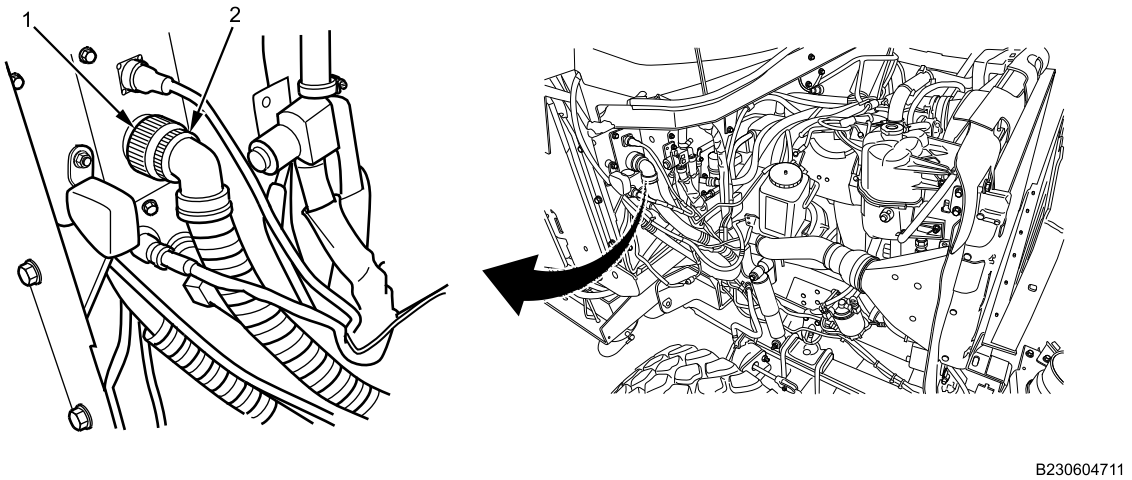

Figure 1. Exterior Side of Pass-Through Plate.
1. Disconnect exterior wiring harness connector (Figure 1, Item 2) from 24V Power Distribution Module (PDM) feed harness connection (Figure 1, Item 1).